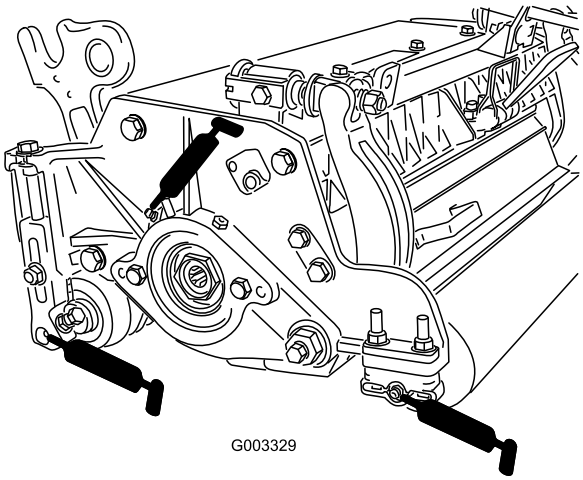

Figur 24
Hver trekkenhet har (6) smørenipler (Figur 24) som må smøres regelmessig med litiumbasert smørefett nr. 2 til vanlig bruk.